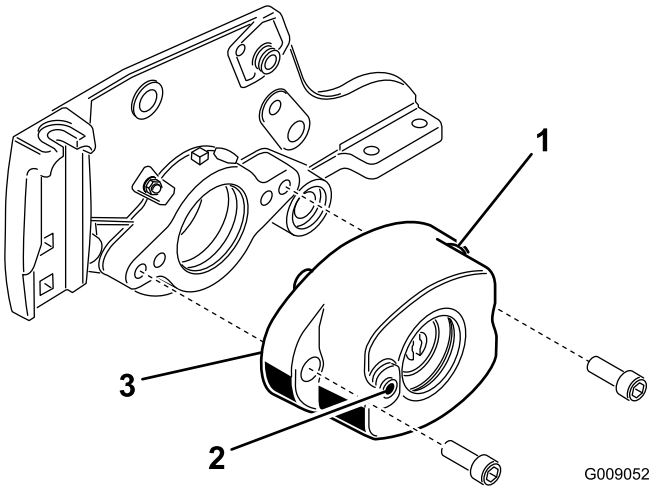

Figure 6
5. Fixez le carter de brosse au logement de roulement de cylindre avec 2 vis Allen (3/8 x 1 po) (Figure 6). Montez le carter de brosse avec le trou fileté vers l'avant du plateau de coupe.